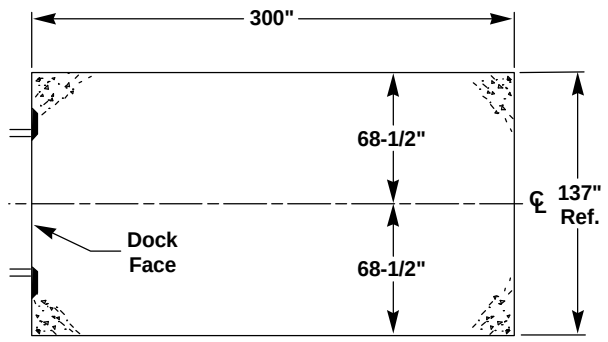

FIGURE 5 - CONCRETE PAD
1. The approach must be concrete, 137" wide by 300" long x 6" minimum thickness. See Figure 5.